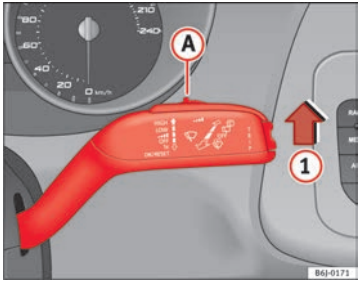

Fig. 64 Windscreen wiper lever
– Move the windscreen wiper lever into position (1) ⇒ Fig. 64.
– Move the control (A) to the left or right to set the sensitivity of the rain sensor. Control to the right: highly sensitive. Control to the left: less sensitive.